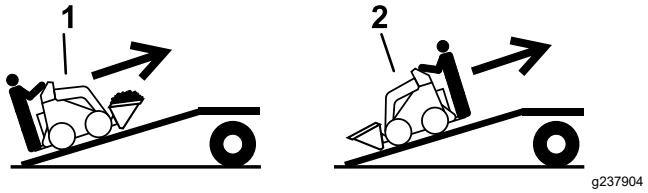

Figura 18
5. Încărcai maina pe remorcă cu partea cu încărcătură orientată spre rampă în sus i încărcătura în poziie joasă (Figura 18).